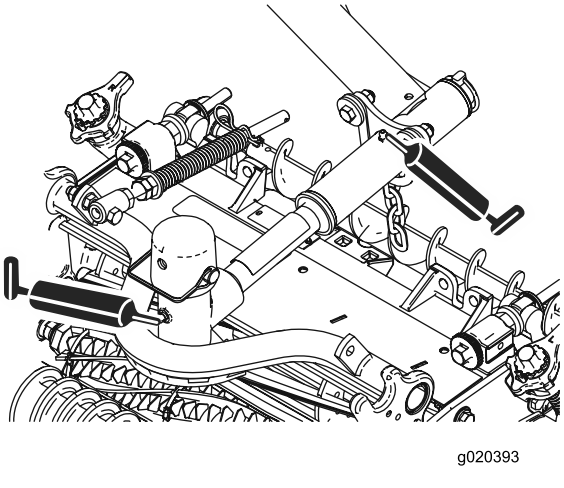

Figur 44
- Klippeenhetstapper (2 hver). Se Figur 44.